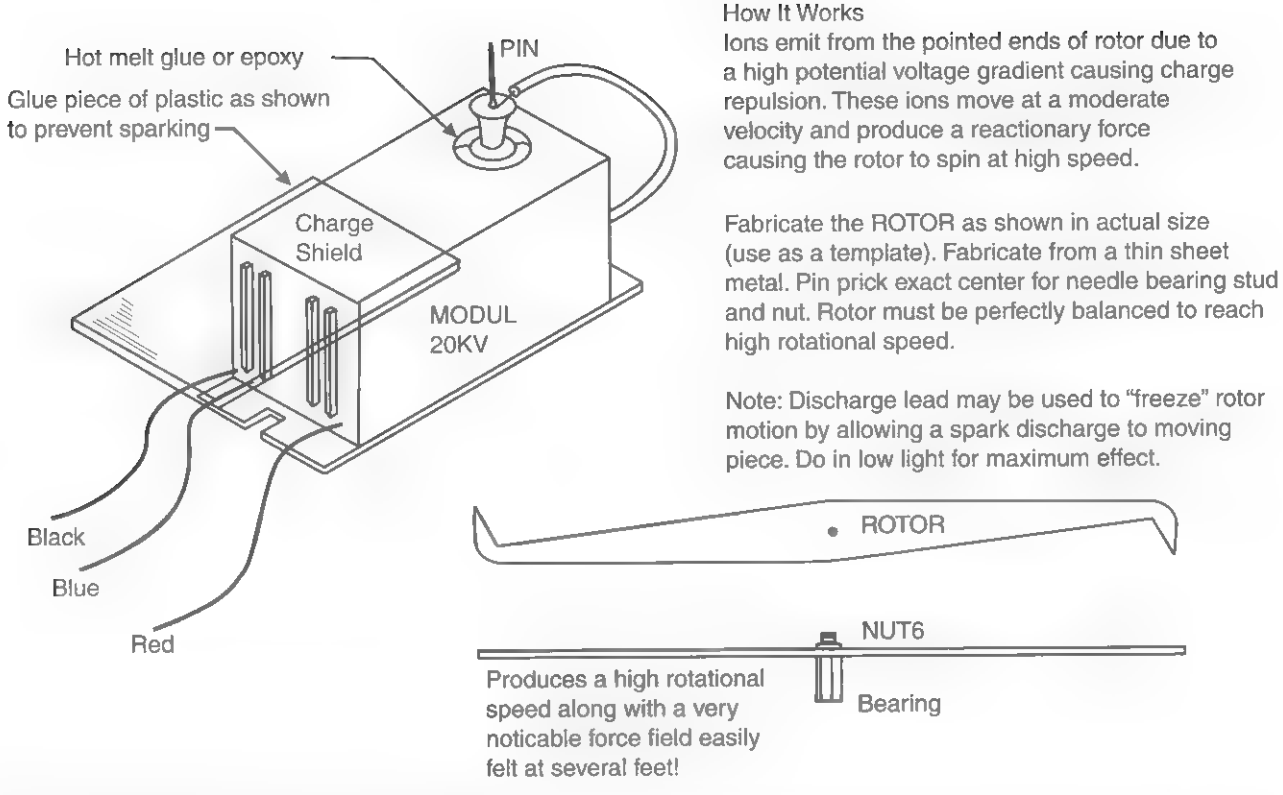

Figure 8-3 *Isometric view of the overall unit*
2. Carefully fabricate the rotor blade as shown in Figure 8-3 and note that it must be balanced for optimum rotational velocity and ion emission.